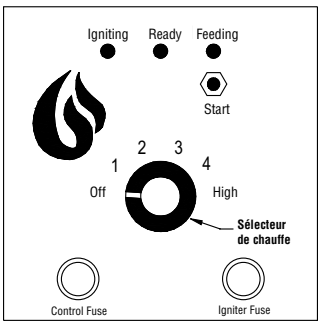

Figure 34
1. Placer le sélecteur de chauffe (voir ***figure 34***) sur la puissance désirée (1 à *High*/Maxi). Le témoin *Ready* s'allume en vert.